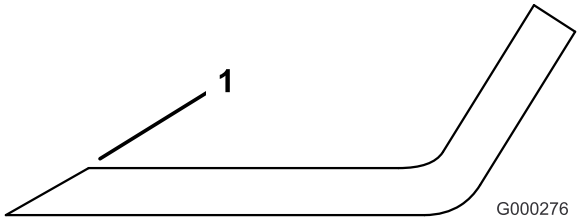

Figur 91
1. Anvend en fil til at slibe begge ender af skærekniven (Figur 91). Bevar den oprindelige vinkel. Skærekniven bevarer balancen, hvis der fjernes den samme mængde materiale på begge skærekanter.